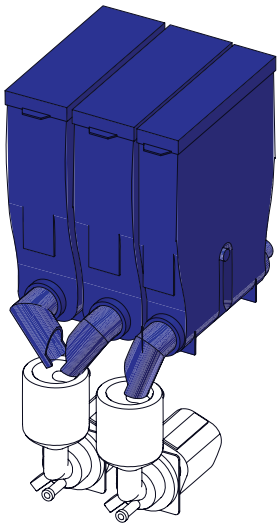

Рисунок 11.13
11.2.2.3 Контейнеры растворимых ингредиентов (см.рис.11.13)